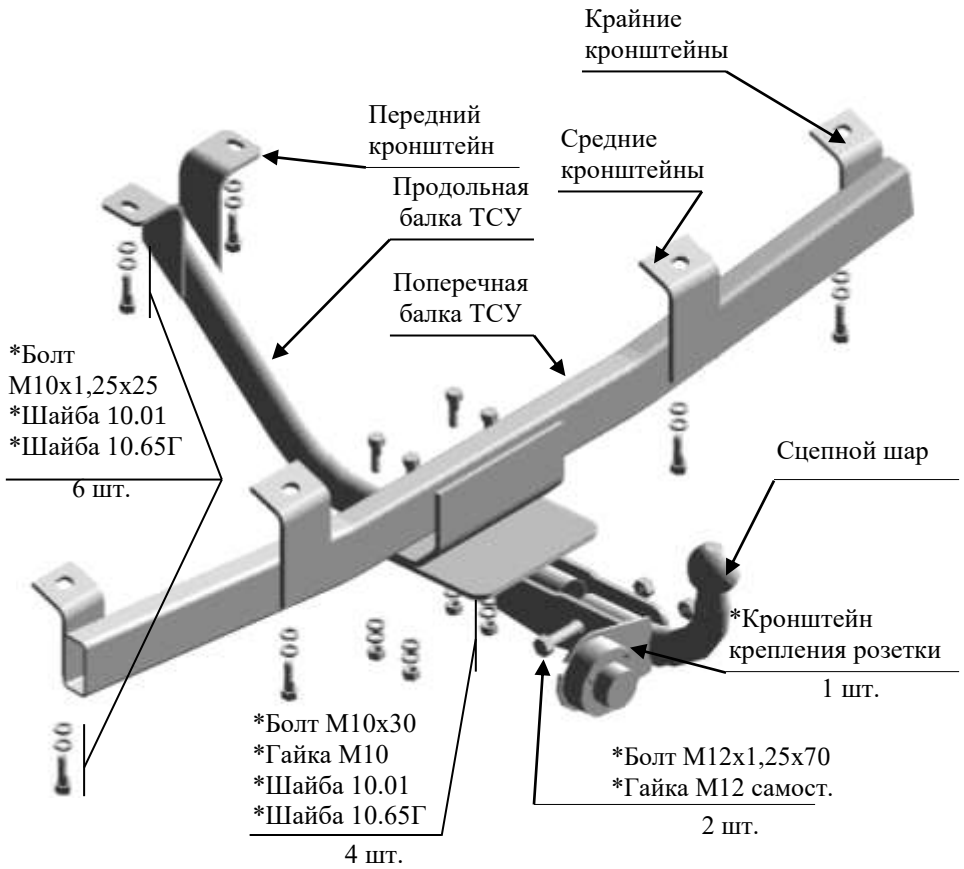

Рис.1 Тягово-сцепное устройство ТСУ 2123.01.Р.
2.1 ТСУ 2123.01.Р (2123.02.С) в сборе (рис.1)	1 шт.
2.2 Пакет с комплектующими (см. рис.1)	1 шт.